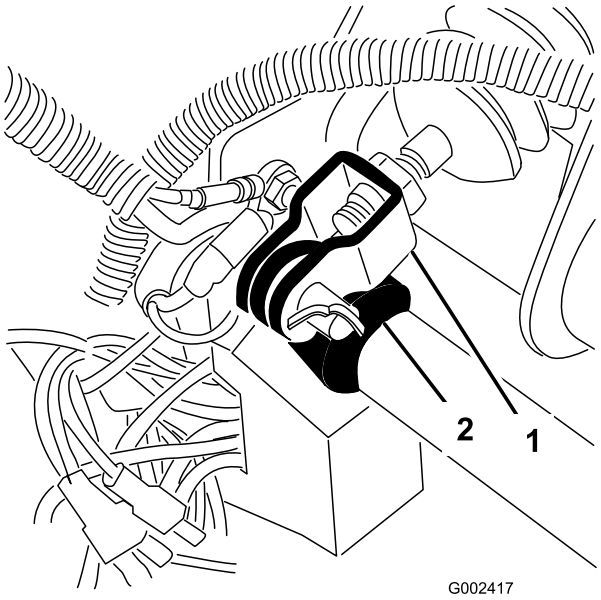

**Figur 64**
1. Fjern splinten og splittpinnene som fester hovedsylinderkrysshodet til bremsepedaltappen (Figur 64).